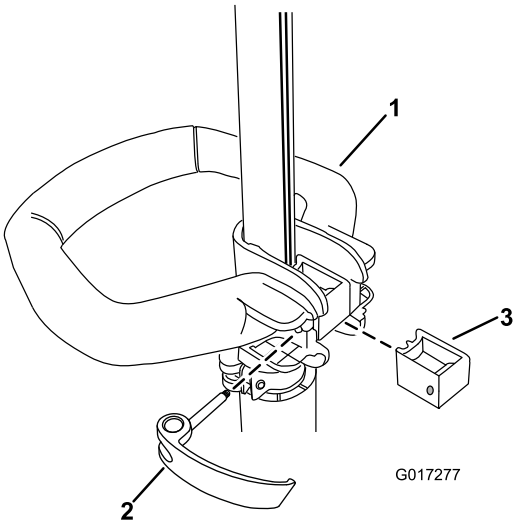

Figura 1
1. Coloque la empuñadura auxiliar sobre el mango de la desbrozadora con la superficie lisa hacia el operador (Figura 1).
2. Introduzca la pieza de refuerzo en la empuñadura auxiliar de manera que el refuerzo encaje en la ranura del mango (Figura 1).
3. Pase el pestillo desde la izquierda a través de la empuñadura y la pieza de refuerzo, según se indica, y apriete el tornillo del pestillo con un destornillador de punta Phillips (Figura 1).